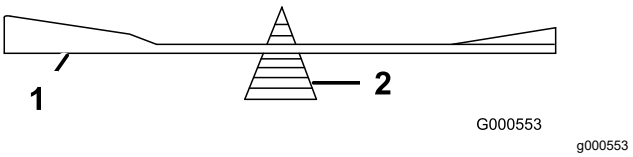

Figur 66
2. Kontrollera knivens balans med en knivbalanserare (Figur 66).